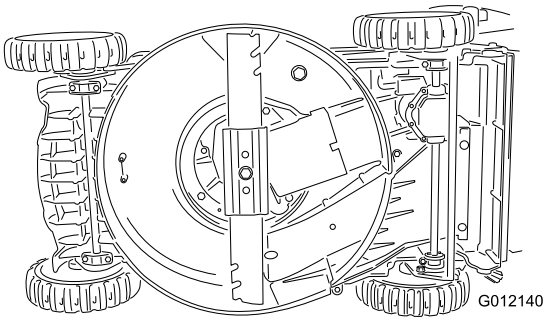

Figur 23
2. Tippa maskinen på sidan (Figur 23) med oljestickan nedåt.